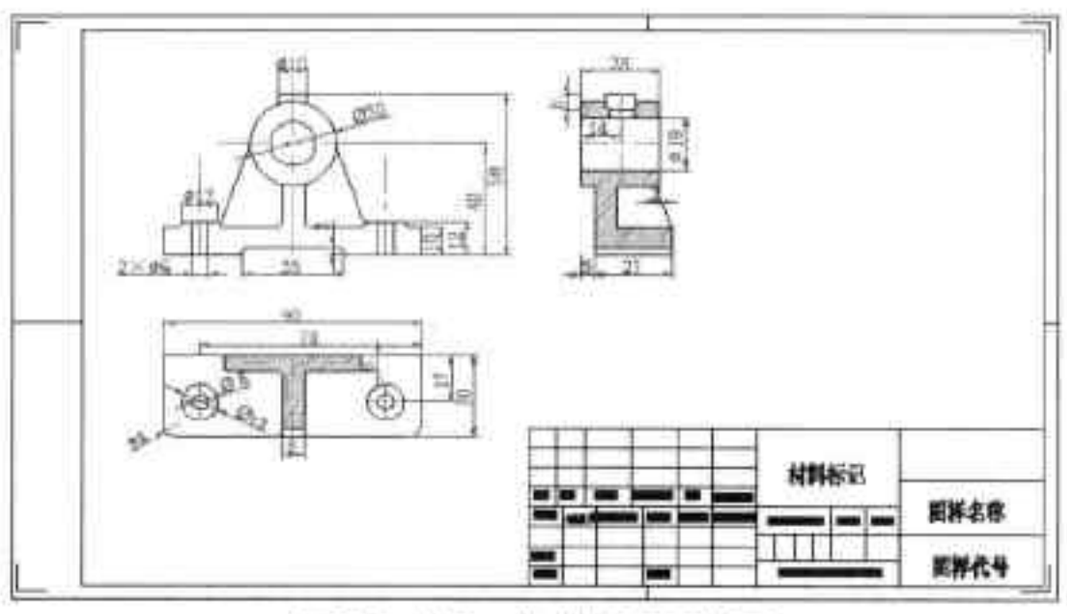

图21-113 支座轴承零件图
Step 08 返回上一对话框，单击“确定”按钮，将图框放置在合适的位置，支座轴承零件图绘制完成，如图 21-113 所示。